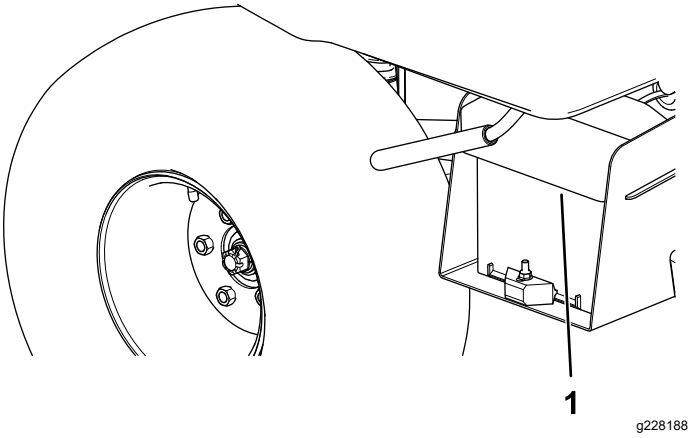

Rysunek 4
1. Ściśnij pokrywę akumulatora, aby uwolnić zaczepy z podstawy akumulatora (Rysunek 4).
2. Zdejmij pokrywę akumulatora z podstawy akumulatora (Rysunek 4).
6. Dopasuj pokrywę akumulatora do podstawy akumulatora (Rysunek 4).
7. Ściśnij pokrywę akumulatora, dopasuj zaczepy do podstawy akumulatora i puść pokrywę akumulatora (Rysunek 4).